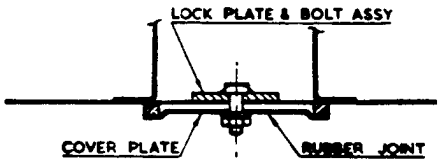

FIG. 7. MODIFIED DUCT COVERS.
10) Refit the wooden facia panel, and recheck the control knob position. With the stop valve fully closed this knob should correspond with the existing Demister Switch (M) when this is in its "OF" position. Adjust the inner cable, if necessary, to give this requirement.
12) Remove the electrical heating element from the right-hand demister duct below the windscreen, disconnect both wires and withdraw these completely. Remove the existing blanking plate from the left-hand duct, and fit the two modified type cover plates provided. The oblong lock plate with the bolt attached should be first passed through the duct aperture with its length parallel to the facia board, and then turned at right-angles. The cover plate can then be fitted and secured with the lock nut as shown in Fig. 7.